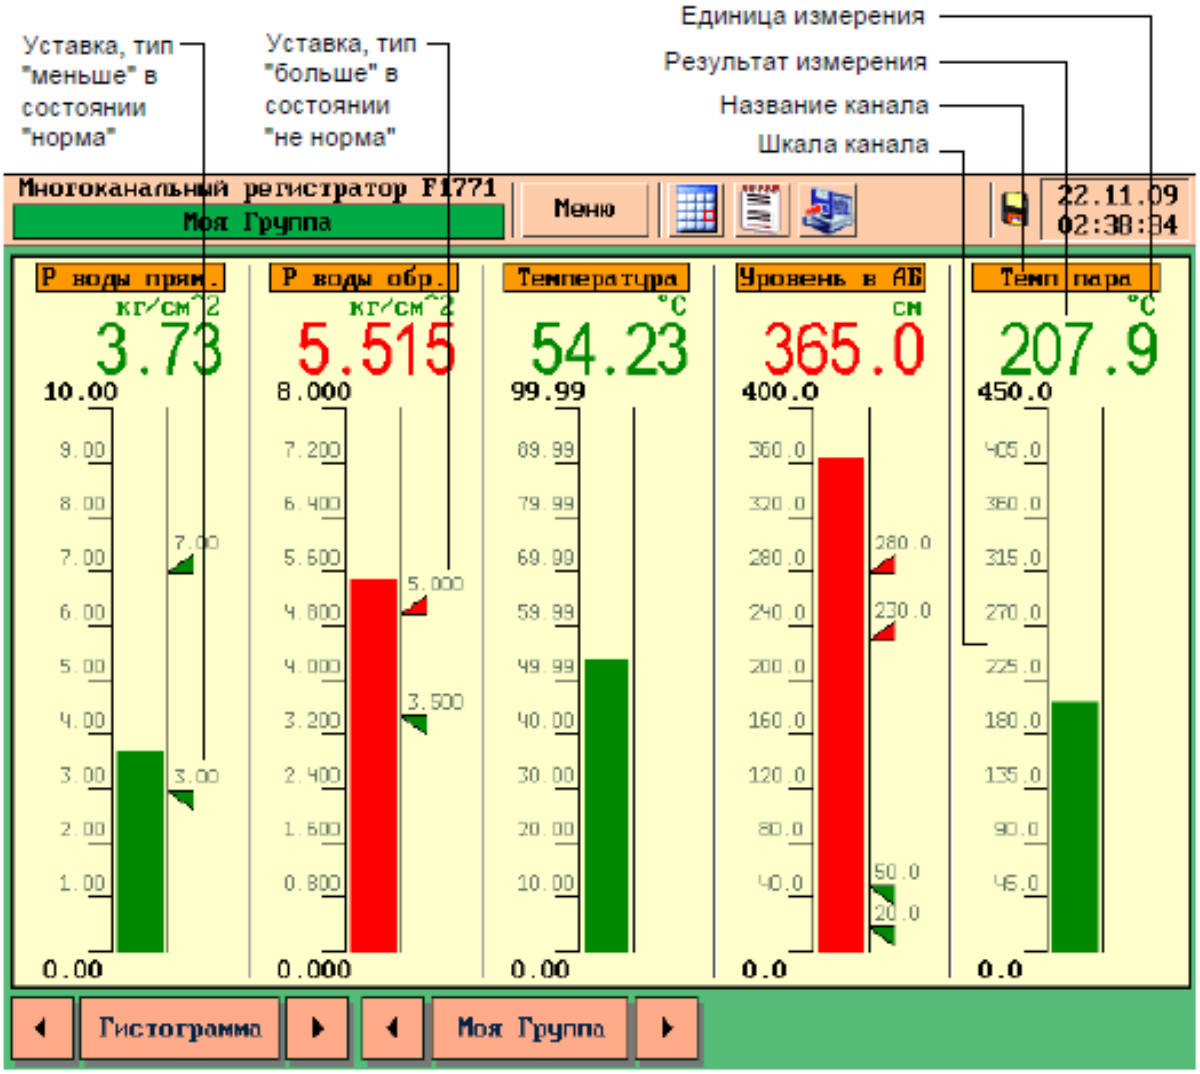

Рисунок 15 – Режим «Столбиковая диаграмма»
– столбиковые диаграммы для группы каналов (см. рисунок 15);
Режим «Столбиковая диаграмма» отображает текущие значения группы каналов в виде столбиковых диаграмм и цифровых значений каналов, рисунок 15.